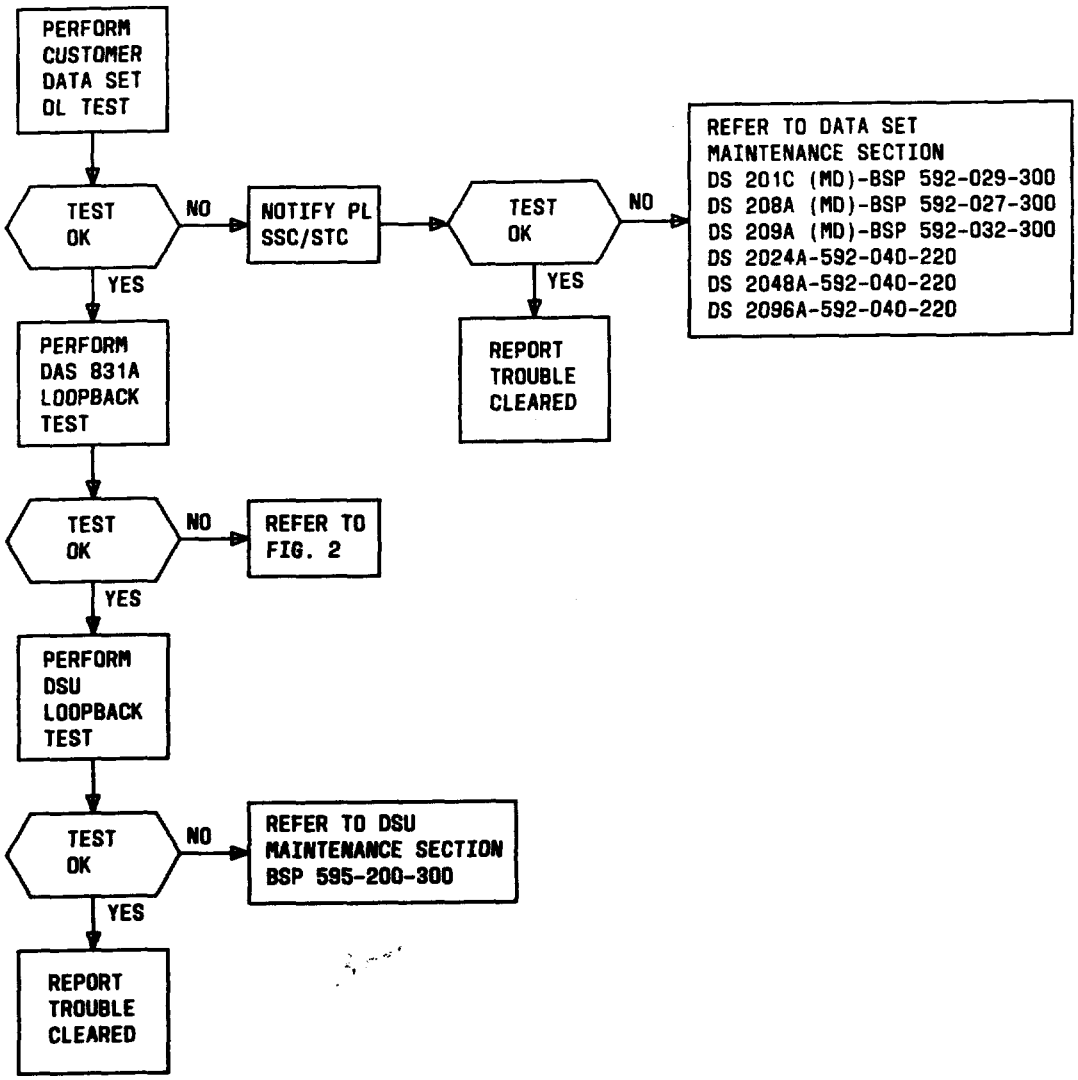
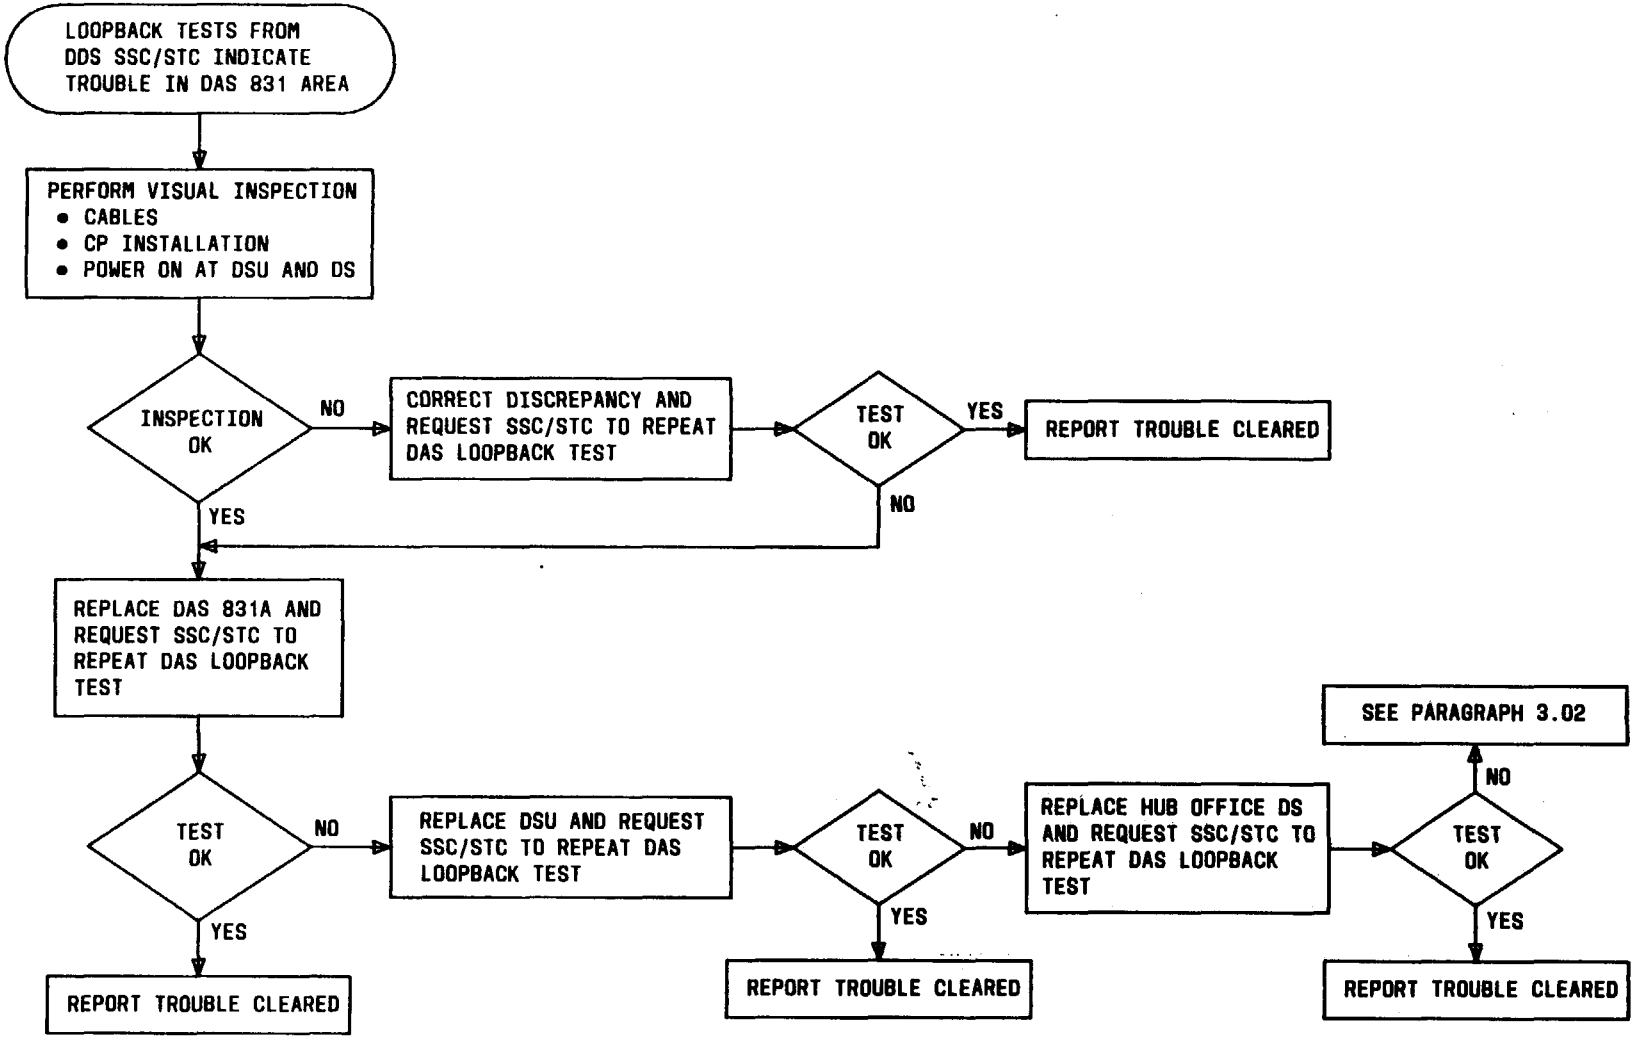

Fig. 1—Trouble Isolation Flowchart for the Subrate Off-Net Extension
Fig. 2—Trouble Isolation Flowchart for the DAS 831A
1.03 Trouble isolation to functional areas of the off-net extension will normally be accomplished from the DDS ➧SSC/STC➧ as described in Section 314-901-300. In addition, troubles within the link between the customer station and hub office (including DAS 829 type and data set) will normally be isolated from the private line ➧SSC/STC.➧ For specific maintenance instructions for components of the off-net extension other than DAS 829 type and 831A, reference should be made to the appropriate section as shown in Fig. 1.
3.01 A customer trouble report is normally investigated first from the DDS ⧫SSC/STC. The SSC/STC⧫ performs loopback tests to the customer station, DAS 831A, and DSU. When investigating a trouble report, proceed as indicated in Fig. 1 and the following text. If these tests indicate that the trouble is in the DAS 831A area, proceed as indicated in Fig. 2. The first step in trouble isolation is to ensure that all cables and CPs are properly installed and that power is applied to the DSU and associated ⧫SSC/STC⧫ hub office data set and the 46D1 data mounting.
3.02 Should the sequence in Fig. 2 not isolate a trouble, a problem is likely to exist in the wiring between P1 of the DAS 831A and the DSU or J1 of the 49A1 data mounting and the ⧫SSC/STC⧫ hub office data set. These interfaces may be tested using the interface checks in Section 314-919-500.
4.01 The replacement procedures for the ⧫SSC/STC⧫ hub office data set and DSU are found in various sections which are listed in Fig.1.